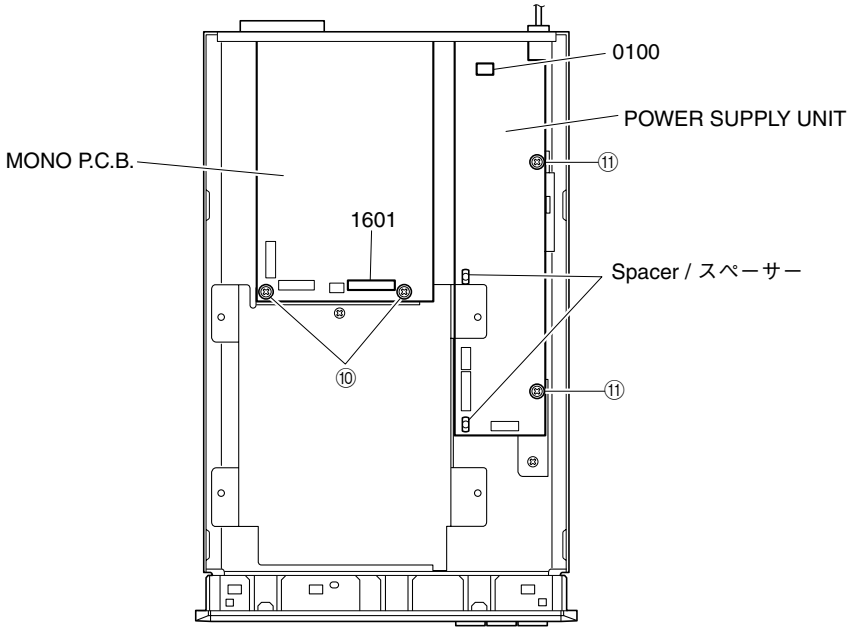

Fig. 5
b. Remove 2 screws (⑩) in Fig. 5.
c. Remove a connector (1601) in Fig. 5.
b. ⑩のネジ2本を外します。(Fig. 5)
c. コネクター 1601を外します。(Fig. 5)
a. Remove 2 screws (⑪) in Fig. 5.
b. Loosen 2 spacers in Fig. 5.
c. Remove a connector (0100) in Fig. 5.
a. ⑪のネジ2本を外します。(Fig. 5)
b. スペーサー2個をゆるめます。(Fig. 5)
c. コネクター 0100を外します。(Fig. 5)